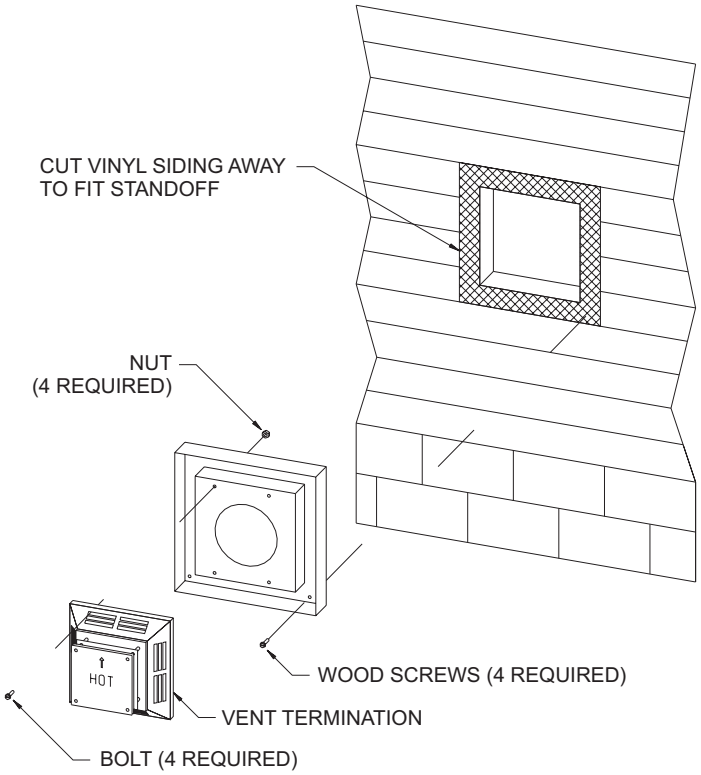

**Figure 54**
The vinyl siding standoff will be installed between the vent termination and the exterior wall. **See Figure 54.** This horizontal vent termination bolts onto the flat portion of the vinyl siding standoff, so an air space will exist between the wall and the termination cap.
- (1) Wall Firestop/Thimble Assembly
**Flex venting can only be installed vertically off of the DVX Series fireplaces. When installing a horizontal vent run from top connections, maintain at least ½" rise for every 12" of vent run. Refer to the Figure 54 when mounting termination near vinyl siding.**